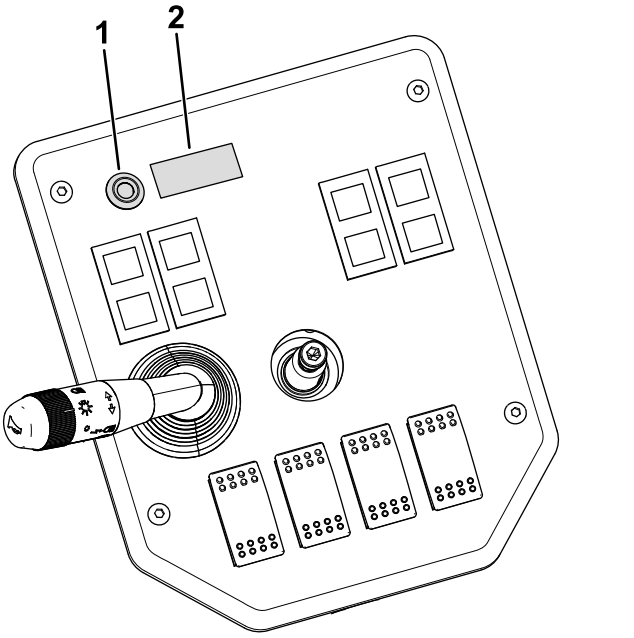

Bild 14
4. Entfernen Sie den Stecker und bringen Sie die LED-Leuchte und den Aufkleber des Neigungssensors am Armaturenbrett an (Bild 14).